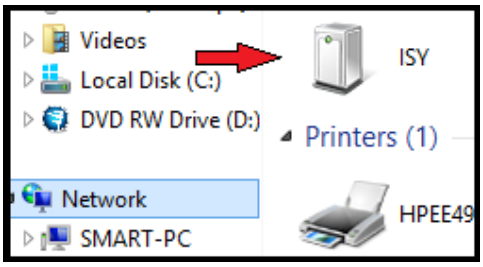

Figure 2A
Note: If you have Windows XP, Vista, or Windows 7 and if you have UPnP (XP)/Device Discovery (Vista) enabled on your computer, you will see an **ISY** icon appear in My Network Places (XP) or Network (Vista/Windows 7). (Figure 2A)